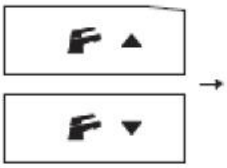

рис. 5.35
• Нажмите кнопки или чтобы перейти к параметру «PM 15» - настройка внешнего датчика (см. рис. 5.35).